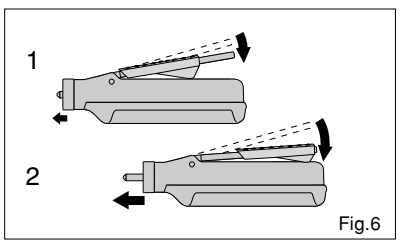

Fig.6
2) The finger grip can be moved forwards or backwards to change the quantity of material to be dispensed. (Fig.6)